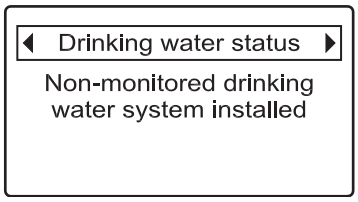

FIG. 103
1. Press the remote's LEFT (◂) or RIGHT (▸) buttons to manually advance to the Drinking water status screen (See Figure 103).